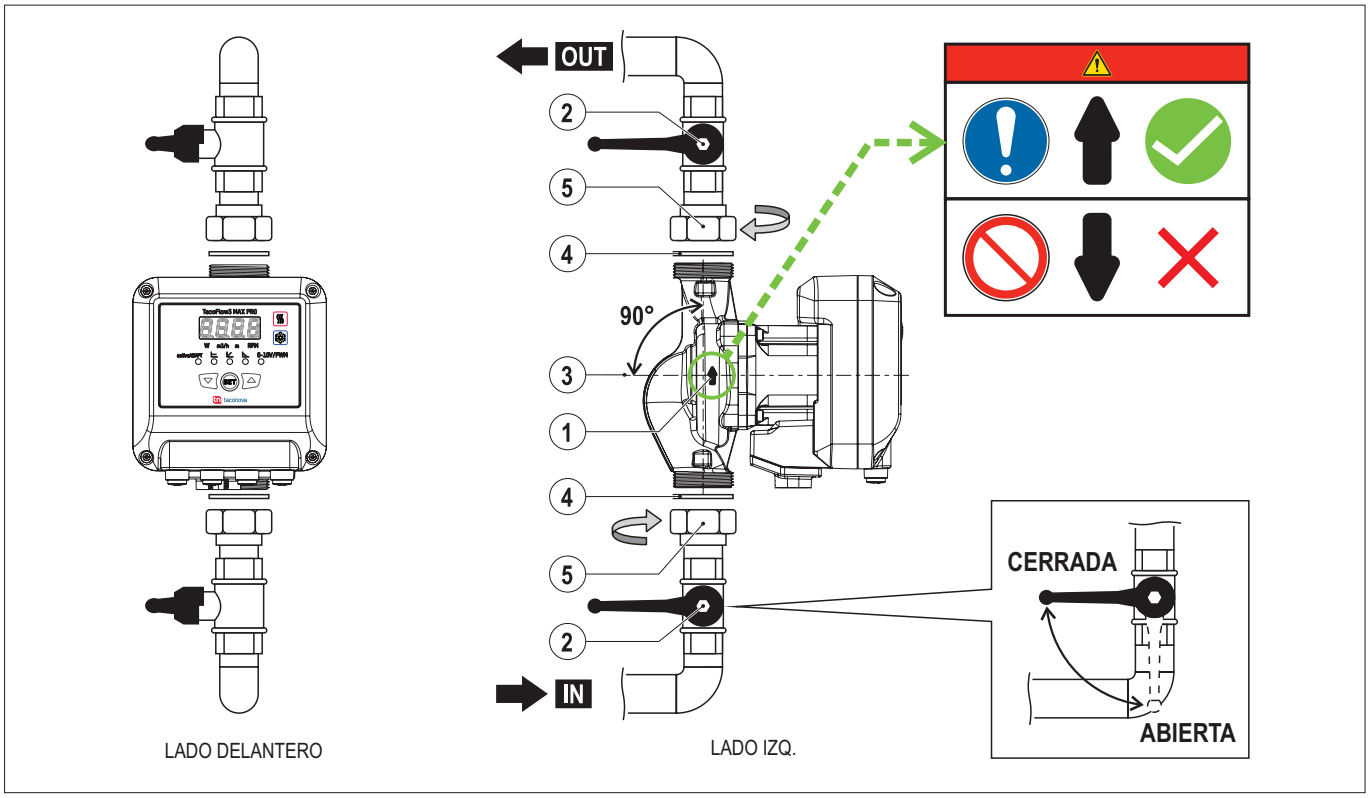

FIG. 9 *(Montaje de las tuberías)*
1) Compruebe el sentido del flujo de agua indicado con la flecha situada en la bomba circuladora **(FIG. 9 - Ref. 1)**
2) Cierre las válvulas de corte **(FIG. 9 - Ref. 2)**
3) Coloque la bomba circuladora en las tuberías sin tensarlas y con el eje del motor situado horizontalmente **(FIG. 9 - Ref. 3)**
4) Introduzca las juntas **(FIG. 9 - Ref. 4)**
5) Enrosque las toberas con la herramienta adecuada **(FIG. 9 - Ref. 5)** en la bomba circuladora